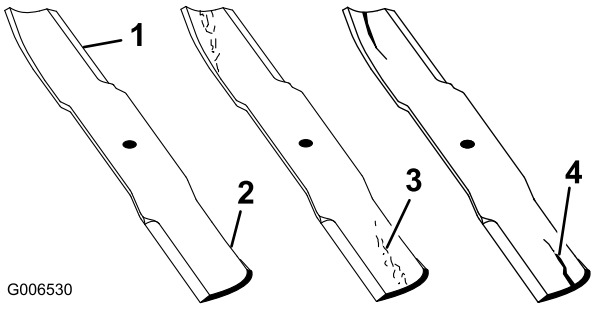

Figur 76
1. Efterse skærekanterne (Figur 76).
4. Hvis skæreknivene er beskadiget eller slidt, eller hvis der er antydning af en revne i dette område, skal der straks monteres nye skæreknive (Figur 76).